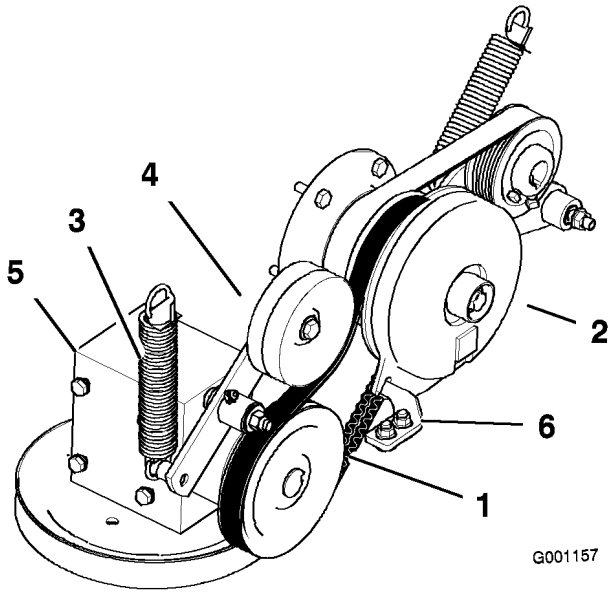

Figur 59
4. Fjern fjederen fra styrearmen (Figur 59).
7. Monter kraftudtagets drivrem omkring koblingens remskive og gearkassens remskive (Figur 59).
9. Monter fjederen på styrearmen (Figur 59).